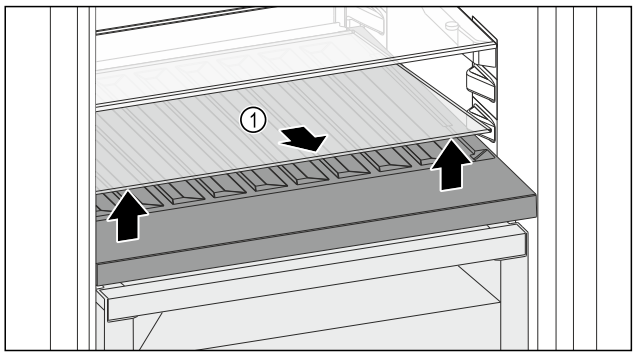

Fig. 118
▶ Ridicați în față și extrageți placa de sticlă *Fig. 118 (1)* din degajare.
▶ Păstrați placa de sticlă *Fig. 118 (1)* în siguranță în afara aparatului.